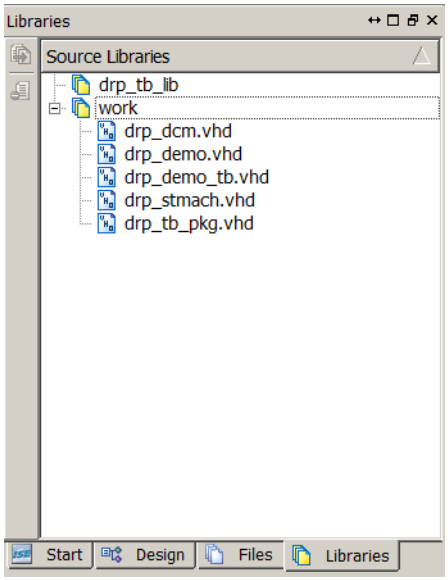

Figure 2-5: **Source Libraries Panel**
2. Expand the `/work` library (see Figure 2-5.)